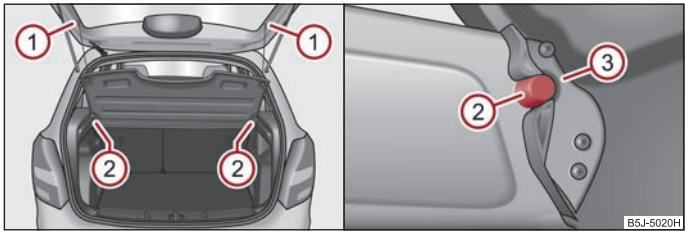

Fig. 59 Desmontaje / montaje de la cubierta del maletero
- Desenganchar las cintas de sujeción (1) ⇒ fig. 59.
- Sacar la cubierta del maletero de los soportes (2) dándole ligeros golpes a la parte inferior de la cubierta del maletero en el espacio entre los soportes.
- En el montaje colocar la tapa sobre las superficies de apoyo del revestimiento lateral y colocar los alojamiento en la cubierta (3) por encima del soporte (2) en el revestimiento lateral.
- Enganchar las cintas de sujeción (1) en la tapa de maletero.